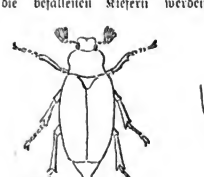

Fig. 127.
6. M. vulgaris, Maikäfer. Rote Beine, roter Rand der Flügel, Aftergriffel (hinteres Ende des Hinterleibes) allmählich schmäler werdend und abgeplattet. Vergl. Fig. 127. Flugzeit April, Mai (1893). Nach der Begattung geht das Weibchen in die Erde und legt 12—30 weiße Eier in Klümpchen. Die Larven, Engerlinge genannt, erscheinen nach 4—6 Wochen, nähren sich im ersten Jahre (1893) von Humusteilen, gehen im zweiten Jahre (1894) an Faserwurzeln, so daß die befallenen Pflanzen zu kränkeln beginnen; im dritten Jahre (1895) erfolgt der Hauptfraß, fingerstarke Wurzeln werden angenommen, die befallenen Kiefern werden grangrün.
7. M. hippocastani, Roßkastanien-Maikäfer. Beine schwarz, Flügelrand schwarz, Afterspitze schnell schmäler werdend und am Ende meist knopfartig verdickt. Vergl. Fig. 127. Generation vierjährig. In Westpreußen fünfjährig. Verhalten und Vertilgung wie bei 6.